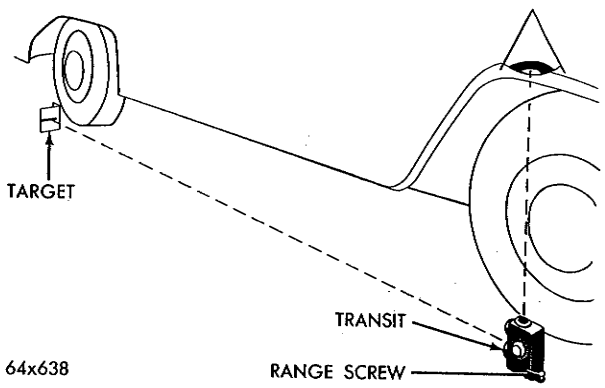

*Fig. 1—Determining Slope of Floor*
(1) Place transit on floor in line with vertical centerline of right front wheel (Fig. 1). Place split image target in like position at right rear wheel.
(2) Adjust range screw on transit until target split image coincides or merges into one unbroken line.
(3) Turn dial on side of transit until bubble in spirit level is centered.
(4) When bubble is centered, note "plus" or "minus" reading on compensator scale. This figure indicates degree of slope of floor and must be trans-